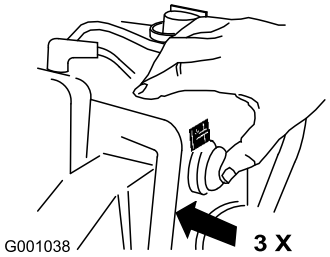

Figura 28
6. Con il pollice, spingete tre volte lo starter con forza, lasciandolo inserito ogni volta per un secondo prima di rilasciarlo (Figura 28).